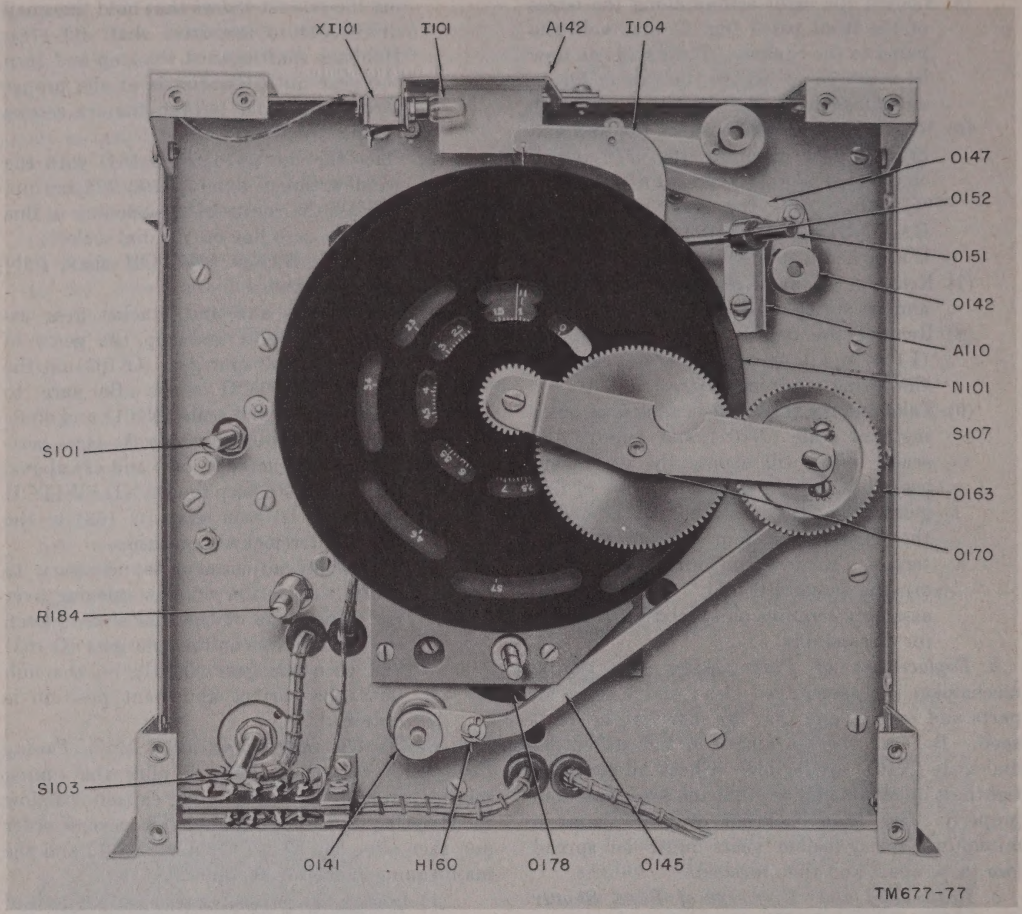

Figure 77. Radio Receiver R–395/PRD–1, view of gear train behind front panel.
(1) Remove the two screws that hold the dial light bracket (A 142) on top of the receiver (fig. 77) and lift off the bracket.
d. Lubrication. When Radio Receiver R–395/PRD–1 is repaired, always check the tuning mechanism, its linkage, and the gear train assembly behind the front panel (fig. 77); lubricate them as instructed in paragraph 127*a*. Lubricate the receiver cabinet as instructed in paragraph 127*b*.
(3) Loosen the set screw in the hub of the DIAL ADJ linkage and the two set screws in the hub of the function switch linkage (O 142).
(4) Remove the two screws on the top of the receiver that hold the dial light mounting bracket (A 142) and remove the bracket.
(5) Loosen the eight screws along the edges of the front panel (fig. 8) that hold the panel to the chassis. The panel can now be removed to expose the tuning mechanism assembly (fig. 77).
(6) Remove the center screw of the hub and bracket gear assembly (fig. 77), which consists of a gear staked on a bracket (O 170). Slip the assembly off the BAND SWITCH (S107) shaft to which is attached a spur gear (O 163).
(7) Remove the band shutter disk (O 161) and its spring washer.
(8) Remove the pointer indicator assembly (I 104) and its spring washer by removing the spring retaining rings.
(9) Take out the three flat-head screws holding dial scale (N101) and remove the scale. This will expose the gear train assembly, which consists of a set of five gears. The gear assembly is attached to the chassis by four hexagonal head screws. Remove the four screws and lift out the assembled unit. The gear train assembly requires no special instructions for disassembly.
c. Reassembly and Alinement of Band Shutter Assembly. To reassemble the tuning mechanism and aline the band shutter assembly, follow the steps in *a*(6) through (9) above in reverse order. The pinion gear on the tuning mechanism drives the large gear on the gang capacitor shaft. Be sure the large gear is under proper tension for minimum backlash and properly meshed with the pinion gear before tightening the four hexagonal head mounting screws; then proceed to aline the band shutter assembly as follows:
a. BAND SWITCH S107 and S102. To adjust the linkage between BAND SWITCH S107 and BAND SWITCH S102 (fig. 77), proceed as follows:
(1) Loosen the two set screws on the hub (O 141) of BAND SWITCH S102.
(2) Turn BAND SWITCH S107 and BAND SWITCH S102 shafts fully *counterclockwise.*
(3) Tighten the two set screws on the hub (O 141) of BAND SWITCH S102.
(4) Check to see that both indexes coincide and the switch contacts line up at the center of their respective contact springs.